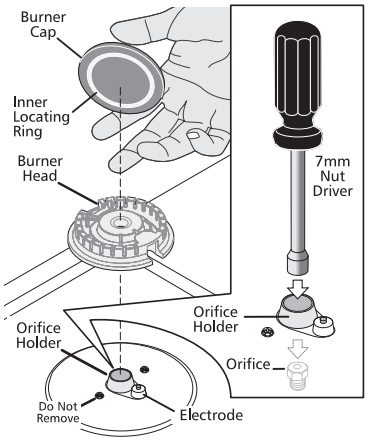

Fig. 6
c. Remove 5 factory installed natural gas orifices from the center of the orifice holders using a 7 mm nutdriver (See Fig. 6).